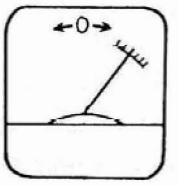

Fig. 25
Fig.25 shows the needle moved just to the third line from the right.
2) When changing objectives, place different density ND filters into the filter holder to keep the meter needle on the point determined initially. (Fig.25)